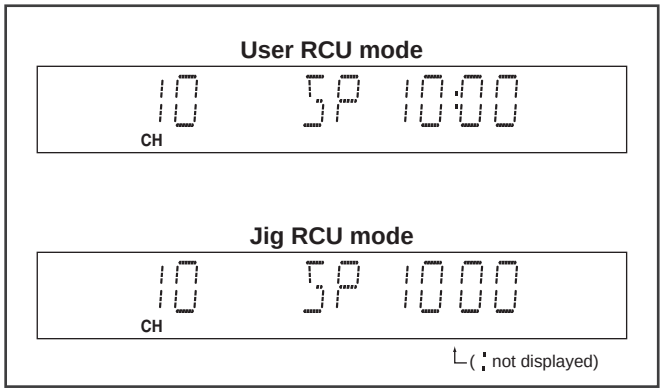

Fig.2-3a User/Jig RCU mode
(1) Turn on the power.
(2) Press the following remocon keys continuously within 2 seconds " SET UP MENU " → " 2 " → " 8 " → " OK ". When the VCR is set to the Jig RCU mode, the symbols (" : ") in the time display of the FDP are turned off. (Refer to Fig.2-3a)